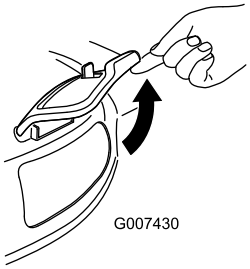

Figur 32
2. Lyft upp sidoutkastarluckan (Figur 32).